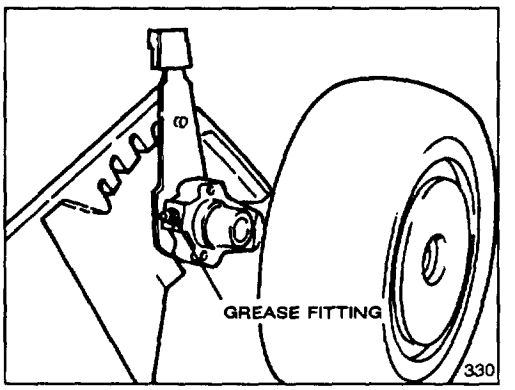

Figure 18
2. GREASE FRONT AXLE PIVOTS (Fig. 18) (model 16404 only)—Adjust height-of-cut to 3-inch setting and loosen wheel bolt to get additional clearance around grease fitting. Wipe grease fittings with clean rag. Install grease gun onto fitting and gently apply 2 or 3 pumps of #2 Multi-Purpose Lithium Base Grease. Excess pressure may damage seals.